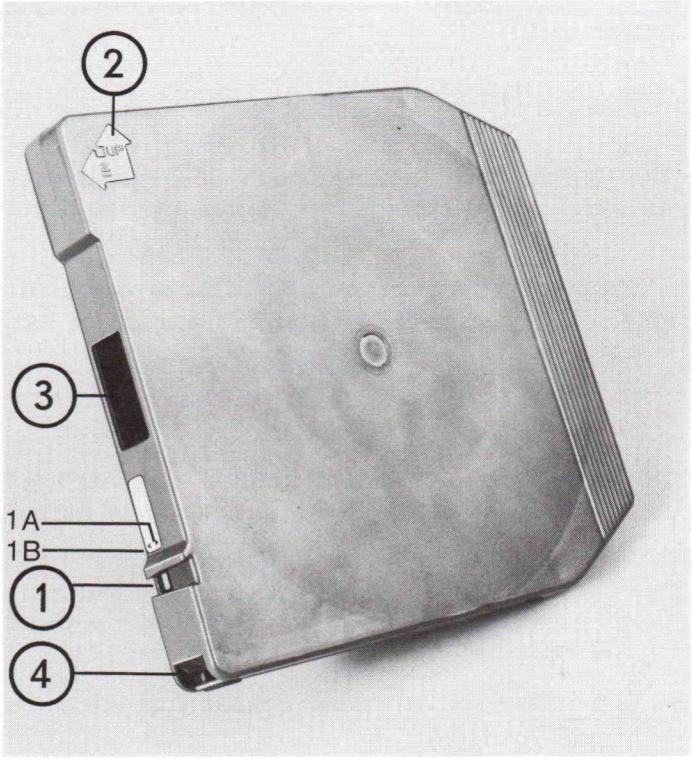

Abbildung 8 :
Abbildung 8 zeigt eine 8"-Magnetplatte. Wenn hier von Magnetplatte gesprochen wird, so ist genau genommen stets die Einheit aus eigentlichem Datenträger und Kassette gemeint. Beim Hantieren mit der Wechselplatte haben Sie stets die Kassette in der Hand. Die Kassette ist versiegelt und darf unter keinen Umständen gewaltsam geöffnet werden.
Der Schreibschutz der Wechselplatte wird mittels des Schaltknopfes ein- und ausgeschaltet, der in Abbildung 8 mit (1) gekennzeichnet ist. Die Stellung des Schaltknopfes wird nach dem Einlegen der Platte durch das Laufwerk ausgewertet.
Zur Schaltung des Schreibschutzes halten Sie die Kassette so, daß Sie auf die Schmalseite mit den Eintrittsöffnungen wie in Abbildung 8 blicken.